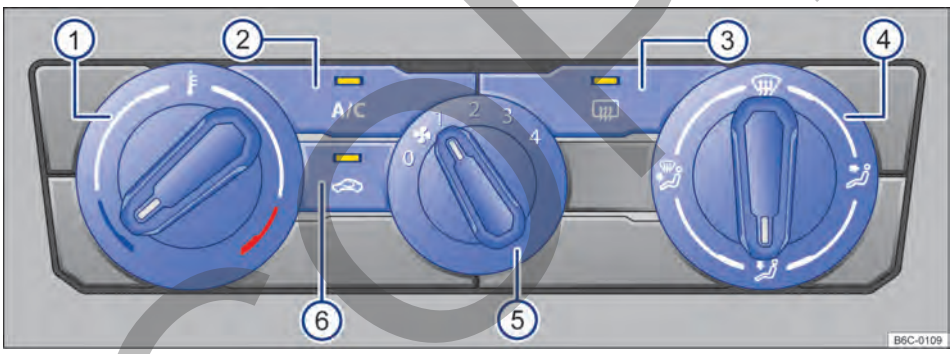

Fig. 79 Comandos del aire acondicionado.
– *Aire acondicionado:* girar el regulador del ventilador al nivel **0** → fig. 79 ⑤.
– *Aire condicionado:* presionar el botón A/C → fig. 79 ② para encender y apagar el funcionamiento de la refrigeración.
– *Aire acondicionado:* girar el regulador giratorio izquierdo → fig. 79 ①.
– *Aire acondicionado:* girar el regulador del ventilador → fig. 79 ⑤.
– *Aire acondicionado:* girar el regulador de la derecha → fig. 79 ④ a la posición deseada.
– *Aire acondicionado:* girar el regulador derecho a la posición → fig. 79 ④.
– *Aire condicionado:* presionar el botón → fig. 79 ③.